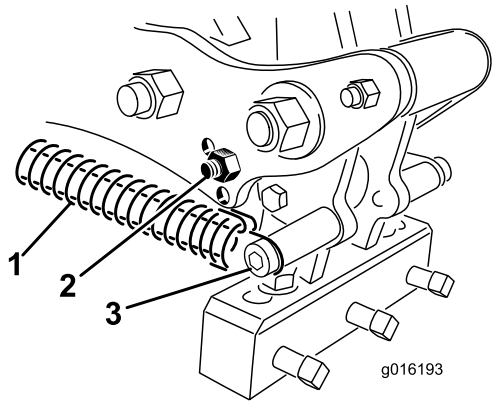

Figur 35
3. Frigör fjäderspänningen till luftarpinnshuvudet (Figur 35).
4. Ta bort stötdämparskruven och stötdämparen från länkarmen och sätt i dem i det andra justeringshålet (Figur 35).